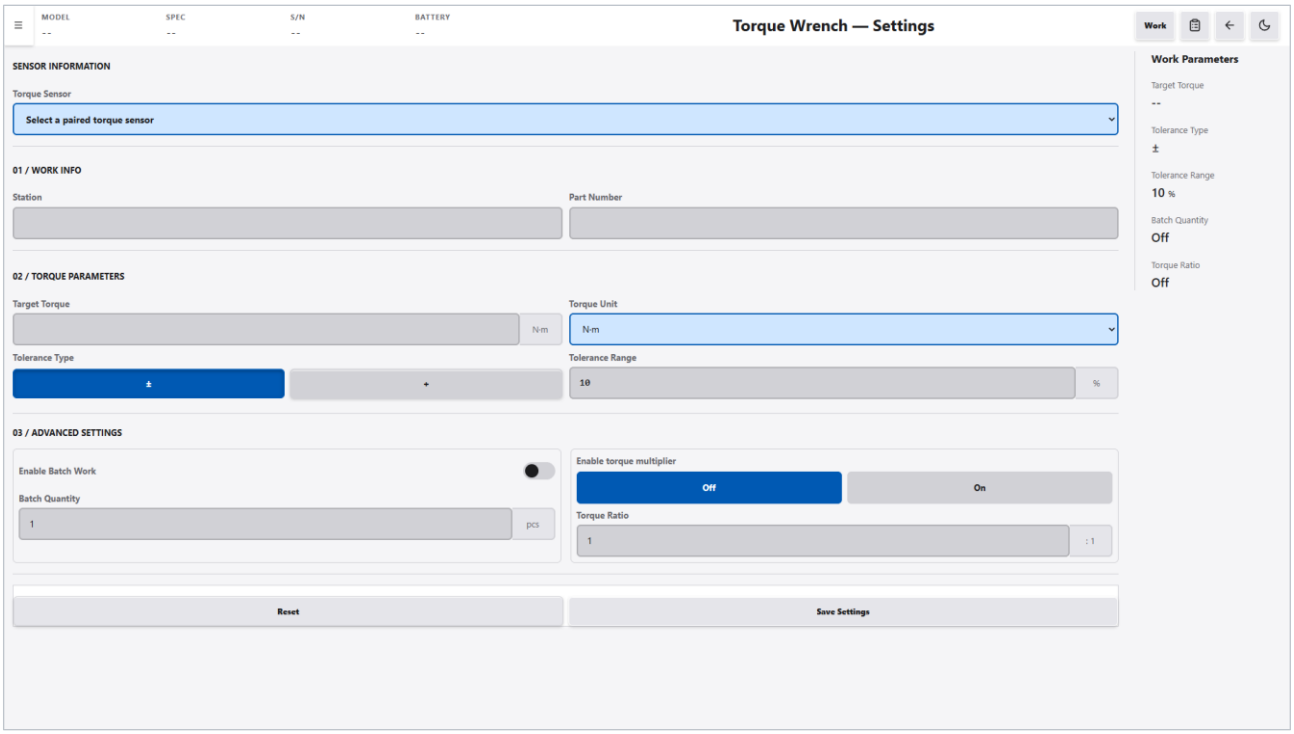

Figure 5-9 Torque wrench settings screen (settings not completed)
2. In the navigation menu, click “Rotary Sensor” → “Torque Wrench”. The settings screen with uncompleted settings is shown (see Figure 5-9).